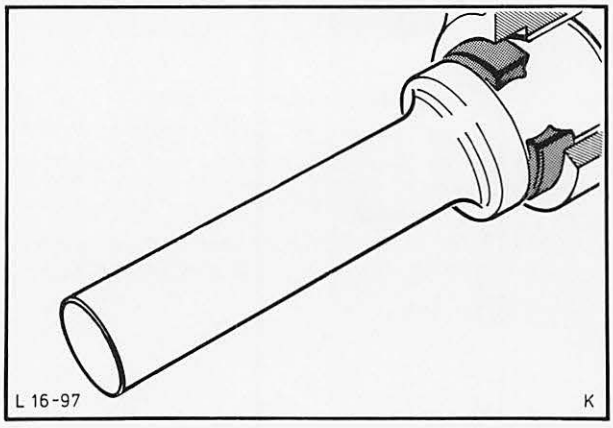

Abb. 115 Radialdichtring mit Spezialwerkzeug 16-016 montieren
49. Neuen Radialdichtring – Getriebeverlängerung mit Spezialwerkzeug 16-016 einpressen, Abb. 115.